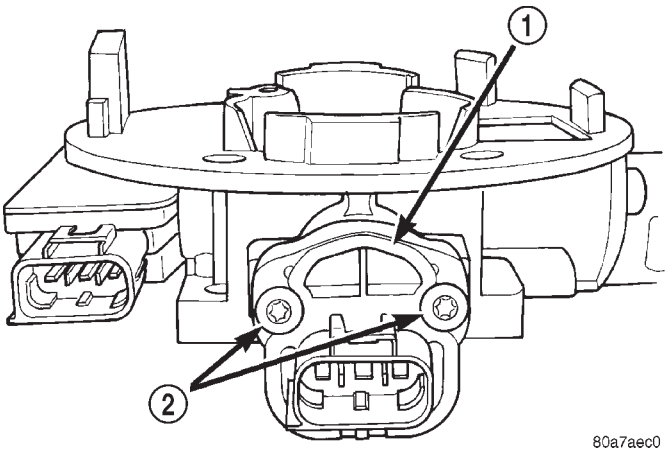

Fig. 46 TPS Mounting Bolts—5.9L Engines
(1) Remove air intake tube at throttle body.
(2) Disconnect TPS electrical connector.
(3) Remove two TPS mounting bolts (Fig. 46).
(4) Remove TPS from throttle body.